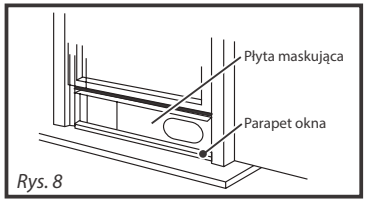

Rys. 8
3. Uciąć odpowiedni odcinek uszczelki piankowej (samoprzylepnej) i przymocować do skrzydła okna. Patrz rys. 8.